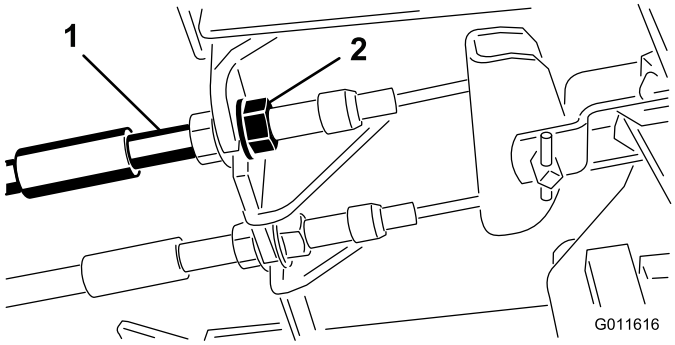

**Figur 55**
1. Tilspænd bremserne for at reducere bremsepedalernes frie vandring ved at løsne den forreste møtrik på bremsekablets gevindende (Figur 55).